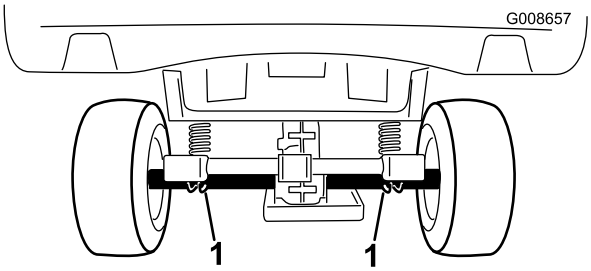

Rysunek 23
- Punkt podnoszenia z tyłu maszyny znajduje się pod tylną osią (Rysunek 23).